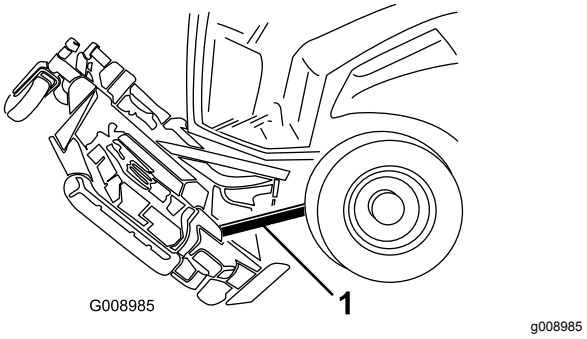

**Figur 138**
6. Kila in en träkloss mellan däckets bakre del och maskinen (Figur 138).